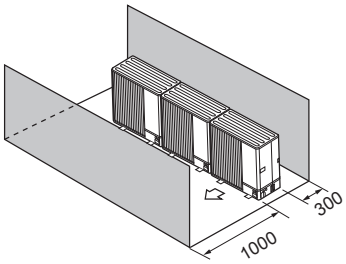

Fig. 1-16
④ Obstacles at front and rear only (Fig. 1-16)